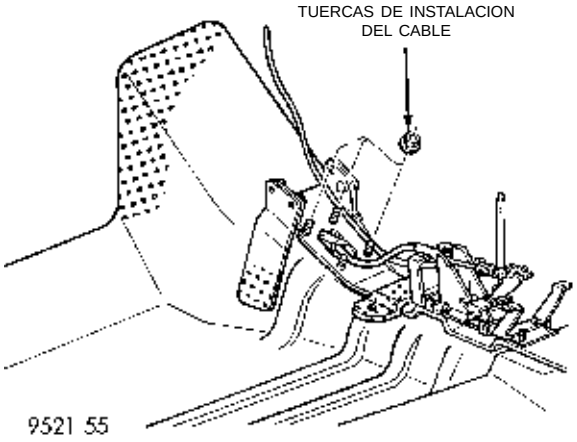
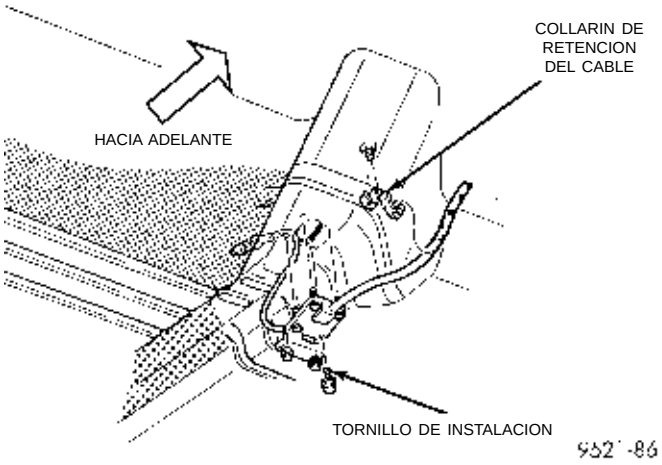

Fig. 11 Instalación del cable
Fig. 12 Instalación del cable en los bajos de la carrocería
(13) Empleando un destornillador pequeño, haga un movimiento de palanca en las orejetas del extremo del conducto del cable para separarlo del mecanismo del cambiador. Tire del extremo del conducto hacia arriba y deslice el extremo para extraerlo del mecanismo del cambio de marchas.
(14) Retire las tres tuercas que retienen la placa de virola del cable de cambio en el suelo de la carrocería (Fig. 11).
(15) Eleve el vehículo. Consulte el Grupo 0, Lubricación y mantenimiento.
(16) Retire el tornillo de la placa de virola del cable de cambios (Fig. 12).